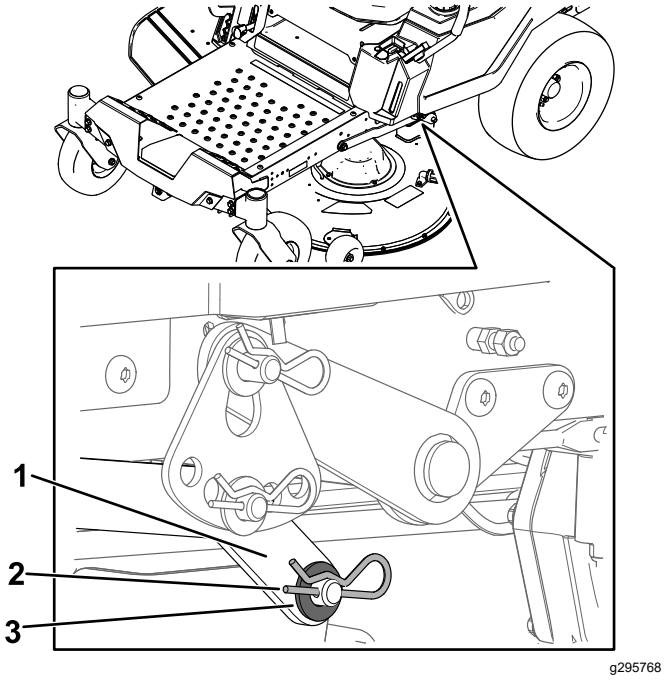

Figuur 72
7. Verwijder de ring en de R-pen van de maaidekpen aan 1 kant van de machine (Figuur 72).
8. Verwijder de hefarm van de maaidekpen (Figuur 72).
5. Til aan 1 kant van de machine de achterkant van het maaidek op en monteer de hefarm aan de maaidekpen (Figuur 72).
6. Monteer de hefarm met de ring en de R-pen (Figuur 72).